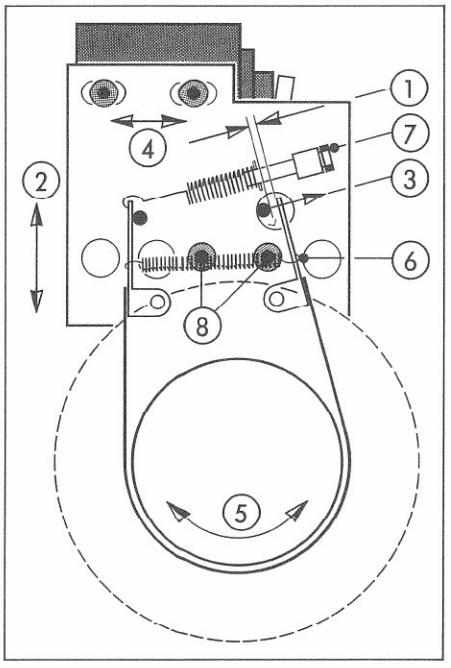

Fig. 5.1.2
5.1.1 Mechanische Bremsen (Fig. 5.1.2)
5.1.1 Mechanical brakes (fig. 5.1.2)